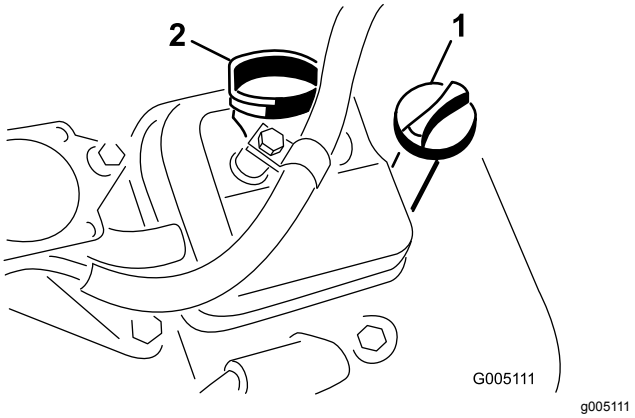

Figur 28
3. Sett peilestaven inn i peilestavrøret og skru den inn i røret (Figur 28).